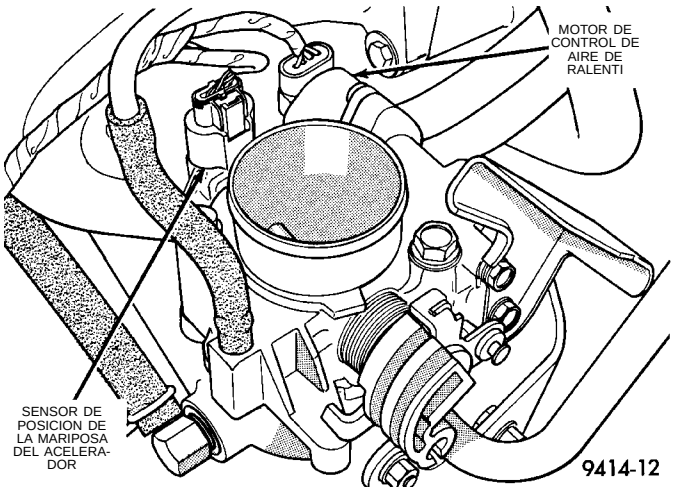

Fig. 34 Motor de control de aire de ralentí y sensor de la posición de la mariposa del acelerador— Características
(5) Verifique las conexiones eléctricas del motor de control de aire de ralentí y el sensor de posición de la mariposa del acelerador (Fig. 34).